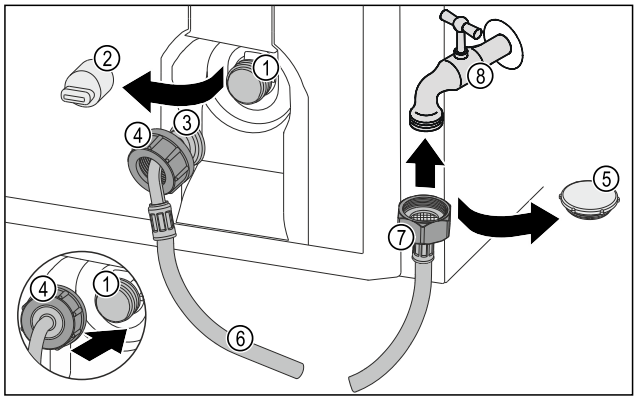

Fig. 23
▶ Verschlusskappe *Fig. 23 (5)* entfernen.
▶ Gerades Schlauchende *Fig. 23 (7)* am Wasserhahn *Fig. 23 (8)* ansetzen.
▶ Mutter am geraden Schlauchende *Fig. 23 (7)* im Uhrzeigersinn festziehen.